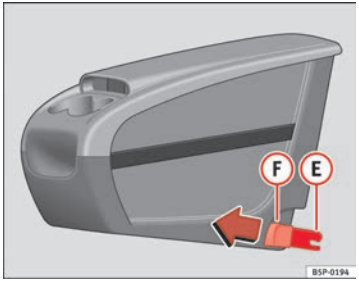
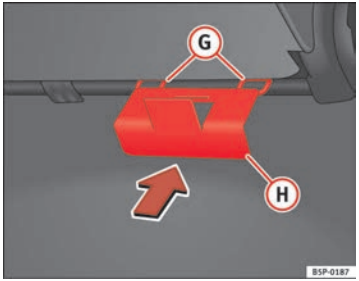

Fig. 112 Mobile stowage compartment Installation
Fig. 113 Mobile stowage compartment mounting plate
– Fit the mobile stowage compartment mounting plate (H) ⇒ fig. 113 from the inside of the vehicle, through the rear section of the seat. It should be fitted between the back rest and the seat, in the central seat area.
– Set both mounting pieces together (E) ⇒ page 145, fig. 112, with both mounting rings (G) ⇒ page 145, fig. 113 and press hard until both the clips completely connect with the rings.
– Pull each of the buttons ⇒ page 145, fig. 112 (F) on the clips (red buttons) forwards, until they snap out of place.